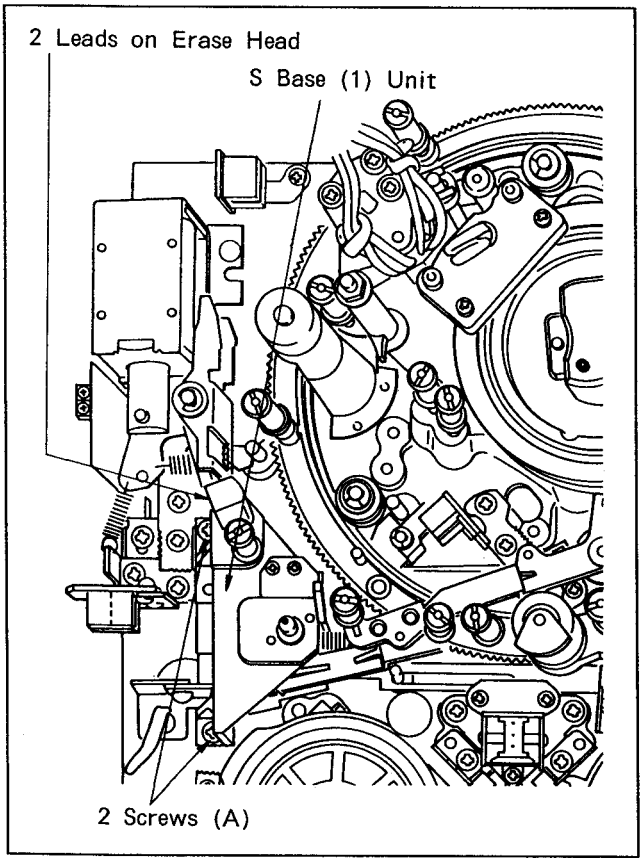

Fig. 6-9-1
2. Unsolder 2 leads on the erase head as shown in figure 6-9-1.
3. Remove the 2 screws (A) and remove the S Base (1) Unit. (Fig. 6-9-1)
4. Remove the screw (B) and remove the head.